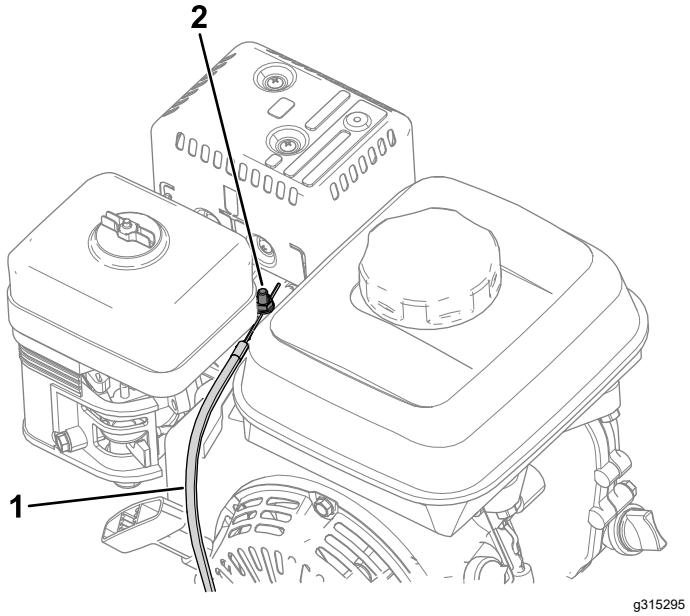

Rysunek 39
4. Poluzuj śrubę na zacisku pancerza linki (Rysunek 39).